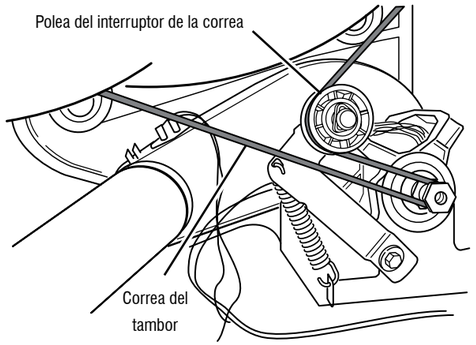

Figura 8: Quite lentamente la correa del tambor
7. Compruebe el motor de accionamiento. Quite lentamente la correa del motor de la polea accionada a resorte dejando caer suavemente la polea. Consulte la Figura 8.